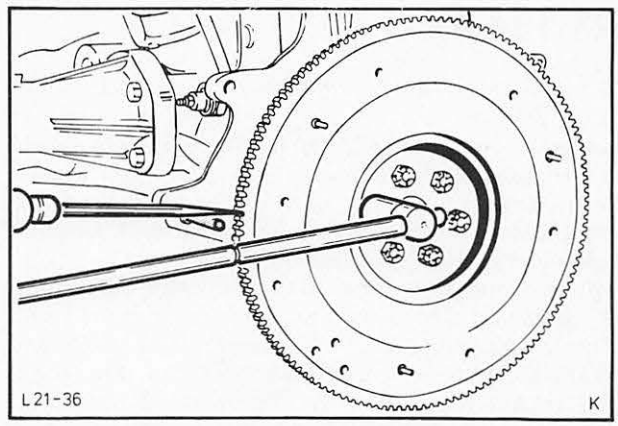

Abb. 45 Schwungscheibe abmontieren
26. Schwungscheibe (6 Schrauben) abschrauben, Abb. 45.